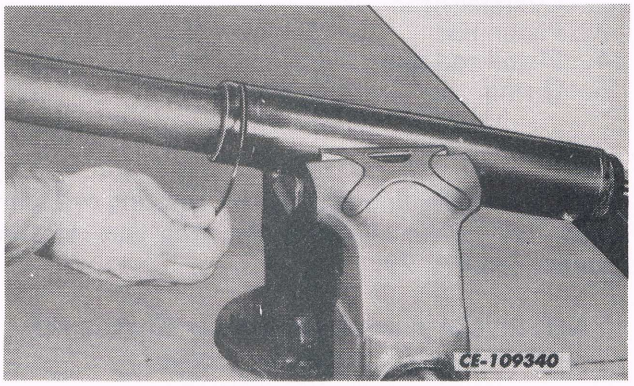
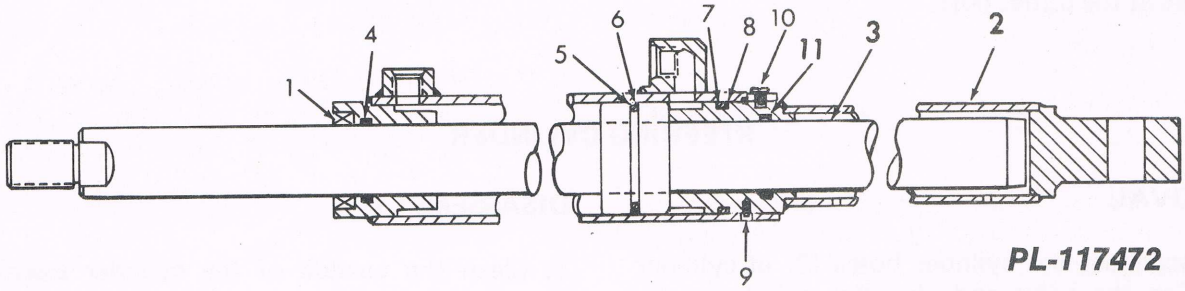

Fig. 28
Fig. 29
3. Remove set screw (10) and lock washer from the cylinder housing. See Fig. 29.
4. Place the cylinder in a soft jawed vise as shown in Fig. 28.
5. Remove retaining ring (9) by rotating cylinder head (2) while working the ring out of the groove. See Fig. 29.
6. Pull the cylinder head (2) out of the cylinder housing. See Fig. 29.
7. Pull the piston rod (3) out of the cylinder housing. See Fig. 29.
8. Remove the piston seal (6) and "O" ring (5) from the piston. See Fig. 29.
9. Remove the "O" ring (7), back-up washer (8) and seal (11) from the cylinder head (15). See Fig. 29.
10. Remove the seals (1 and 4) from the cylinder housing. See Fig. 29.
1. Install the seal (4) in the cylinder housing so the seal lips face toward the inside of the cylinder. See Fig. 29.
2. Install the seal (1) in the cylinder housing bore. See Fig. 29.
3. Install the seal (11) in the cylinder head so that the seal lips face toward the inside of the cylinder. See Fig. 29.
4. Install the back-up washer (8) and "O" ring (7) on the cylinder head (2) so that the back-up washer is towards the outside of the cylinder. See Fig. 29.
5. Apply a small amount of hydraulic oil to the groove in the piston and install "O" ring (5). Soak the seal ring (6) in water heated to 83 - 104° C (180 - 220° F) Until it is pliable and then install it over the "O" ring (5). See Fig. 29.
6. Insert the piston rod (3) into the cylinder housing, threaded end first. See Fig. 29.
7. Insert the cylinder head (2) into the cylinder housing until the retaining ring groove in the head aligns with the retaining ring hole in the housing. See Fig. 29.
8. Secure the cylinder in the vise as shown in Fig. 28. Hook the retaining ring (9) in the head (2) and work it into the cylinder housing by turning the head. See Fig. 29.
9. Turn the head (2) until the set screw hole in the cylinder housing aligns with the notch in the head. Install the screw (10) with lock washer and torque to 3-4 N· m (2-3 ft-lbs). See Fig. 29.